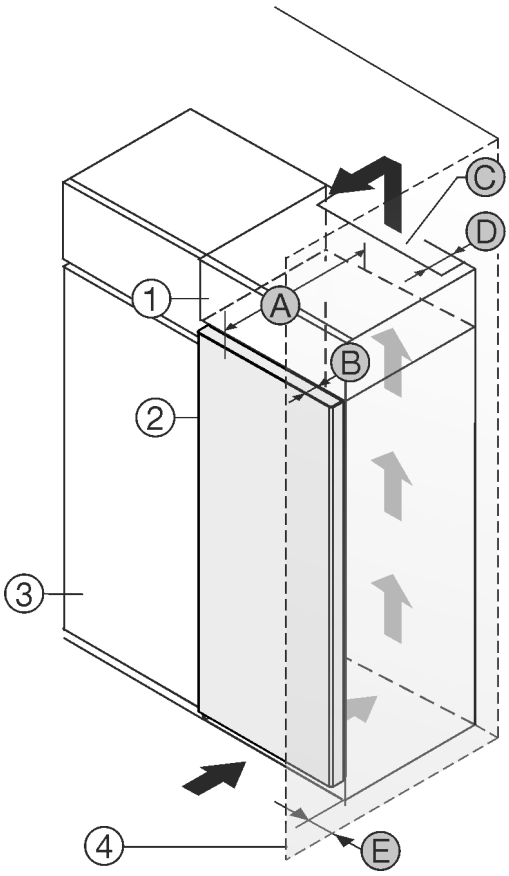

Fig. 1
Set up the appliance directly next to the kitchen cabinet *Fig. 1 (3)*.
At the back of the top cabinet, there must be an air outlet shaft with the depth *Fig. 1 (D)* spanning the entire width of the cabinet.
The ventilation cross-section *Fig. 1 (C)* must be maintained under the ceiling.
If the appliance is set up with the hinges next to a wall *Fig. 1 (4)*, the distance between the appliance and the wall must be at least 13 mm.
The appliance must protrude by the depth of the door *Fig. 1 (B)* from the front of the cabinet so that the doors can be opened fully. The appliance may protrude further depending on the depth of the kitchen cabinets *Fig. 1 (3)* and whether wall spacers are used.